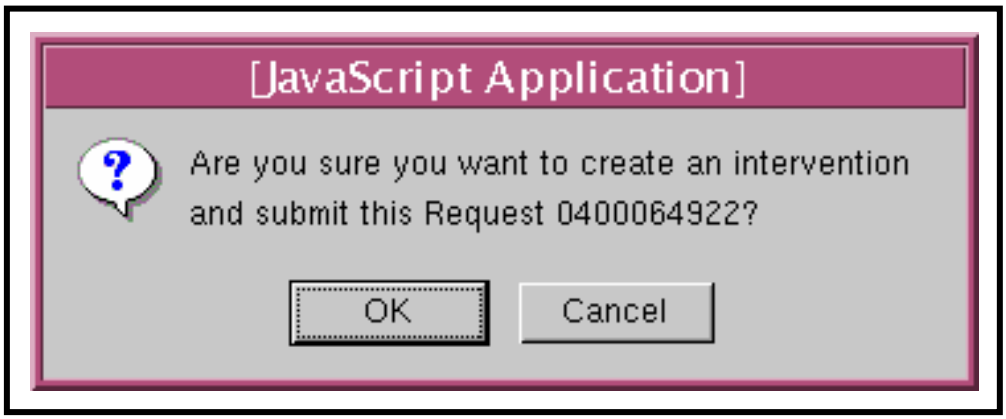

Figure 38. Resubmit Request Confirmation Dialogue Box
- A **Resubmit Request Confirmation** dialogue box (Figure 38) is displayed.
7 If a **Resubmit Request Confirmation** dialogue box (Figure 38) is displayed, first click on the appropriate button from the following selections:
8 If a **Resubmit Request Confirmation** dialogue box (Figure 38) was displayed and **OK** was clicked in response to the **Resubmit Request Confirmation** dialogue box, perform the procedure for **Responding to an Open Intervention** (preceding section of this lesson).